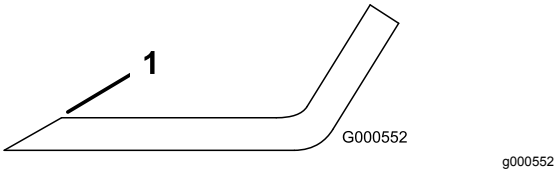

Figur 73
1. Slipa eggarna i båda ändarna av kniven med en fil (Figur 73).
Obs: Om kniven inte är balanserad kan du fila bort lite metall från knivens segeldel (Figur 73).